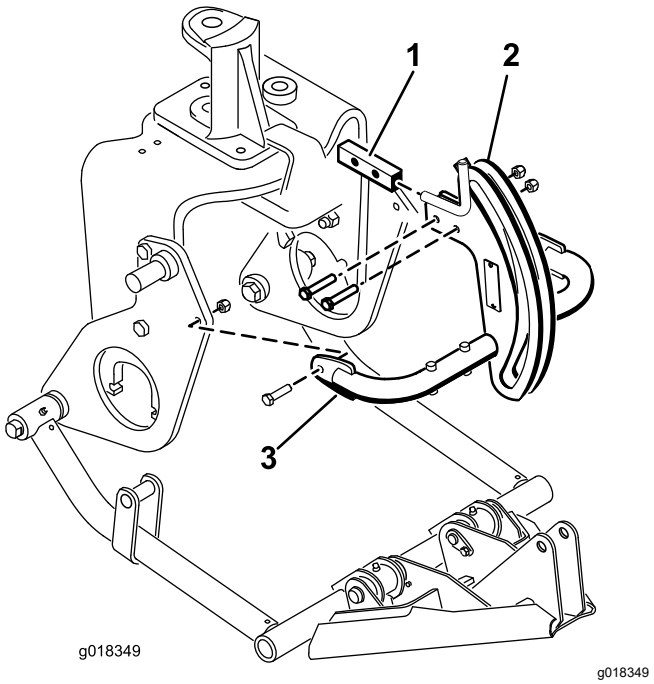

Bild 15
6. Befestigen Sie die Oberseite des Kupplungsrahmens mit zwei Schrauben (⅜" x 2") und Muttern (Bild 15) an der Kupplungsrahmenhalterung.
7. Befestigen Sie die Rohre des Kupplungsrahmens mit Schrauben (⅜" x 1½") und Muttern (Bild 15) an den Pflugplatten und ziehen Sie die Befestigungen fest.